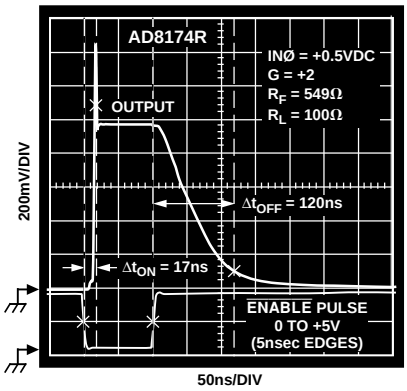

Figure 5. Enable and Disable Switching Characteristics
[2]AD8174 only. Shutdown (SD) pin is grounded. $\overline{\text{ENABLE}}$ pin is driven with 0 V to +5 V pulse (5 ns rise and fall times). State of A0 and A1 logic inputs determines which channel is activated (i.e., if A0 = Logic 0 and A1 = Logic 1, then IN2 input is selected). Set IN0 (or IN2) = +0.5 V dc, IN1 (or IN3) = –0.5 V dc, and measure transition time from 50% of $\overline{\text{ENABLE}}$ pulse (+2.5 V) to 90% of the total output voltage change. In Figure 5, Δt_{OFF} is the disable time, Δt_{ON} is the enable time.